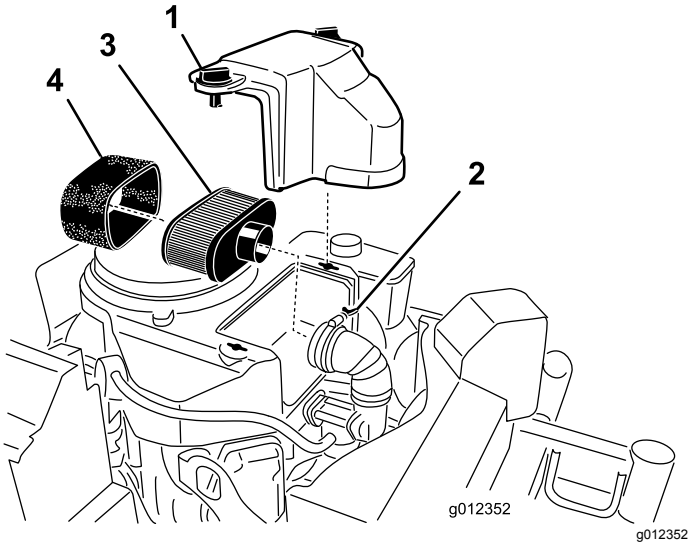

**Figur 21**
3. Gör rent runt luftrenaren så att inte smuts faller ned i motorn och orsakar skador (Figur 21).
4. Öppna kåpans vred och ta bort luftrenarkåpan (Figur 21).
5. Skruva loss slangklämman och ta bort luftrenarenheten (Figur 21).
6. Dra försiktigt bort skumplastinsatsen från pappersinsatsen (Figur 21).
1. Rengör inte pappersfiltret. Byt ut det (Figur 21).
1. Skjut försiktigt på skumplastinsatsen på luftrenarens pappersinsats (Figur 21).
2. Placera luftrenaren på luftrenarbasen och sätt fast den med hjälp av de två vingmuttrarna (Figur 21).
3. Sätt luftrenarkåpan i rätt läge och dra åt kåpvredet (Figur 21).